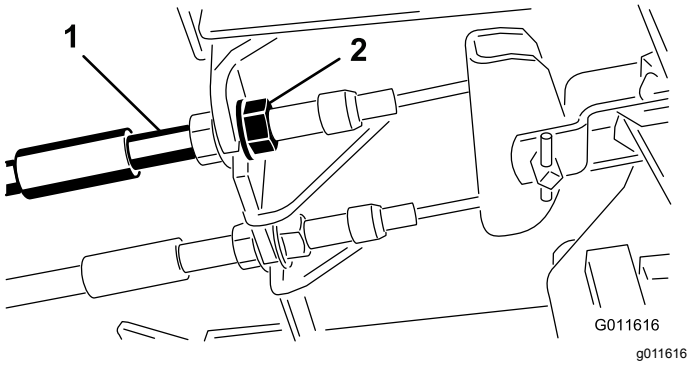

**Figur 87**
1. Hvis du vil redusere frigangen til bremsepedalene, strammer du bremsene ved å løsne den fremre mutteren på bremsekabelens gjengeende (Figur 87).